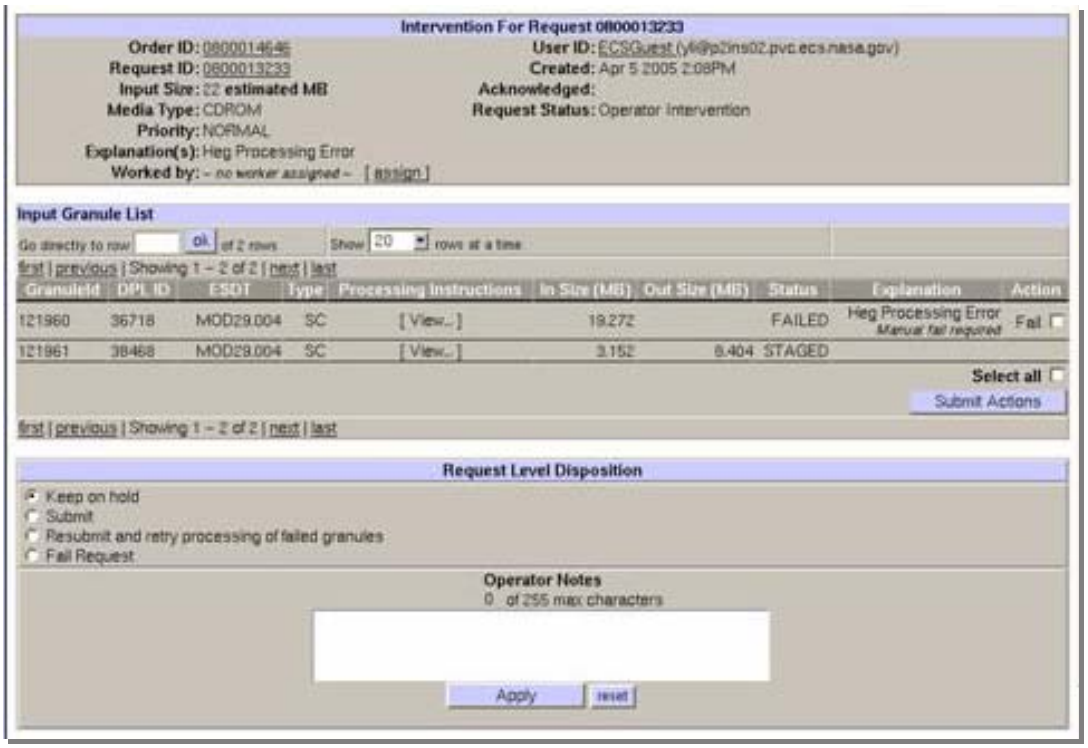

Figure 15.6-14. Open HEG Intervention For Request <ID> Detail Page
HEG Interventions processing involve "line items" and associated detail links. Although a HEG order may contain a mix of granule types (i.e., those with and without line items), an additional column will show in the granule list containing the number of line items and its details link. The **Open HEG Interventions** page (Figure 15.6-12) is a hard-coded display that provides the Operators (either full-capability or limited-capability) the option to only view HEG interventions. The **HEG Intervention For Request <ID>** page (Figure 15.6-14) provides the full-capability operator with a means of performing the following kinds of interventions:
- The **Open HEG Intervention For Request <ID>** detail page (Figure 15.6-14) displays.